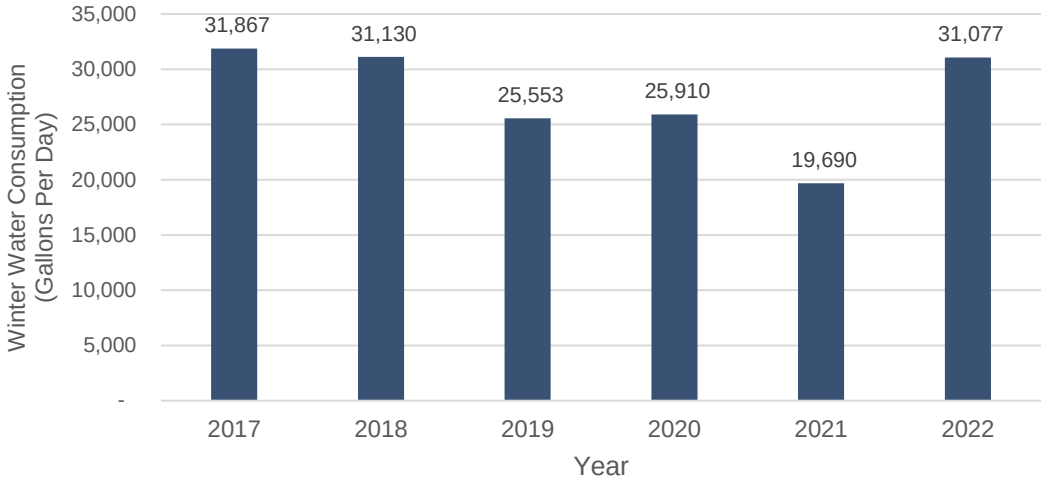

Figure 3: YCMA Winter Water Consumption (2017 – 2022)
- Modeled flow from the existing YMCA facilities is 31,358 gpd based on an average of recent winter water consumption from 2017, 2018 and 2022 (see Figure 3). This flow represents a conservative but realistic number post-pandemic.